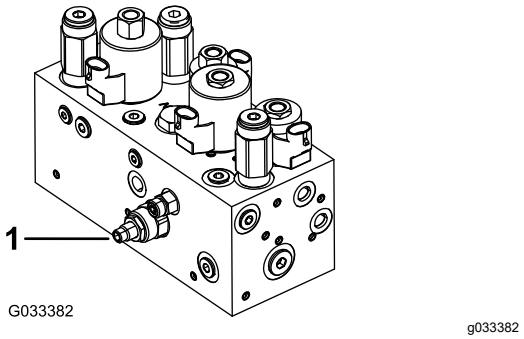

Figuur 48
Het circuit voor het opheffen/neerlaten van het maaidek is uitgerust met een doorstroomregelklep (Figuur 48). Deze klep is in de fabriek zo afgesteld dat deze na ongeveer 3 slagen opengaat. U moet de klep echter wellicht bijstellen in verband met verschillen in de temperaturen van de hydraulische vloeistof, maaisnelheden, enz.
1. Breng de stoel omhoog en ga naar de doorstroomregelklep voor het middelste trekframe (Figuur 48) die zich bevindt naast het verdeelstuk van het hydraulische systeem.